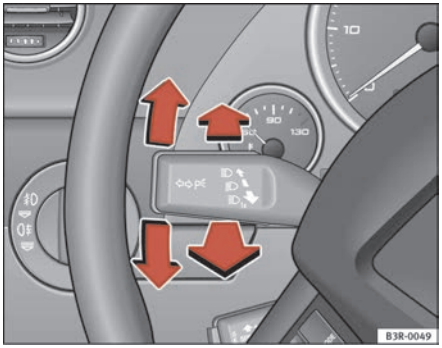

Fig. 91 Turn signal and main beam headlight lever
– Move the lever all the way up to indicate right or all the way down to indicate left ⇒ fig. 91.